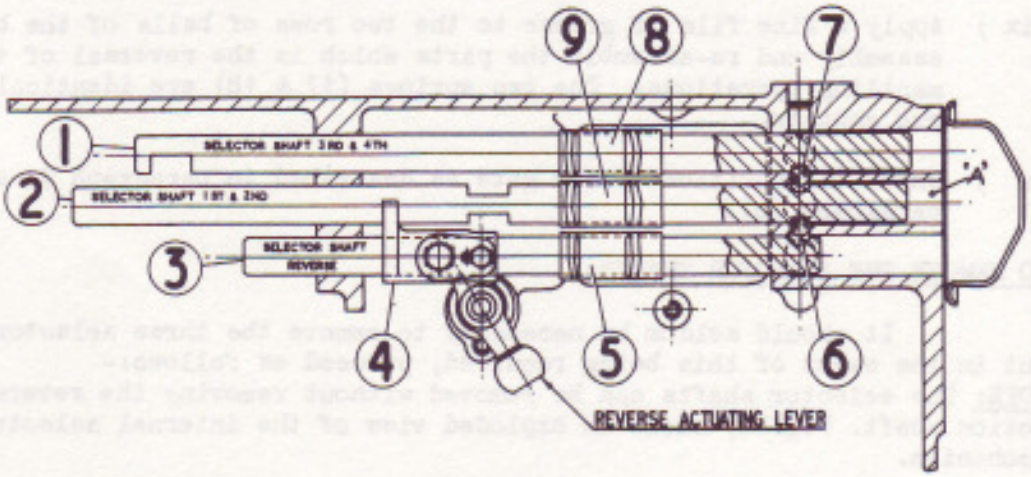

FIG. 17. SECTION - SELECTOR SHAFTS.
With the 3rd and 4th speed slector shaft 1, Fig. 17, in its neutral position, rotate the 3rd motion shaft if necessary, until one of the two keys 31, Fig.3, is opposite to the side cover opening of the gearbox, and through this opening, hold the 4th speed cone squarely on the taper of the first motion shaft (gear). With feeler gauges, measure the clearance between the end face of the "step" in the key (i.e. the end face of the portion projecting above the grooved spline of the shaft) and the rear face (driving tongue) of the cone. The later type bridge shaped keys (RG-5471), are fitted to 3rd motion shafts with strengthened splines are not "stepped", therefore the measurement is taken from the extreme end face of the key/s.
Place the 1st and 2nd speed selector shaft 2, Fig.17, in its neutral position. Hold the 2nd speed cone 7, Fig.3 squarely on the taper of the 2nd speed gear (20), and with the feelers, measure that there is a clearance of .015" to .025" (.038 - .063 m/m) between the end face of one of the flat keys (22) and the rear face (driving tongue) of the cone.
(vi) First unlock the forward jaw 4, Fig.17, on the reverse selector shaft and then the rear one and withdraw the shaft.
(viii) Place a piece of wire, suitably bent, into the outer rear bore of the gearbox which carries the rear end of the 3rd and 4th speed selector shaft and press the interlocking ball 7, Fig.17, into the centre bore 'A',and recover the ball.Place the wire in the bore nearest to the centre of the gearbox and carry out the same operation and recover the ball(6).These two balls have a diameter of .3125"
(ii) Insert the reverse selector shaft into the gearbox and "thread" on the jaw, 5 Fig. 17, (the three jaws 5, 8 and 9 are identical), then the reverse actuating jaw (4). Holding the shaft in a convenient position, fasten the jaw (5) to the shaft as follows:-
(iii) Place one of the two .3125" diameter balls (6 Fig.17) in the centre bore ('A'), and with a piece of wire, manoeuvre it until it engages with the spherical recess in and near the end of the reverse selector shaft.